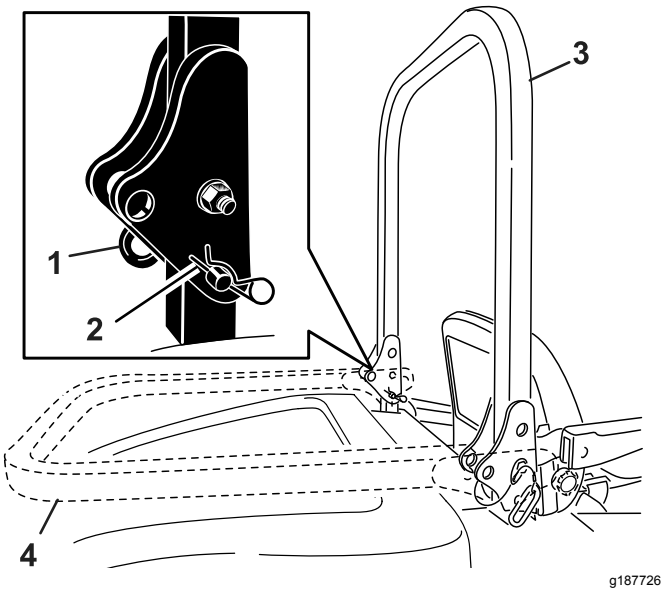

Figura 12
2. Con il roll bar in posizione sollevata, rimuovete le coppiglie e le 2 spine (Figura 12).